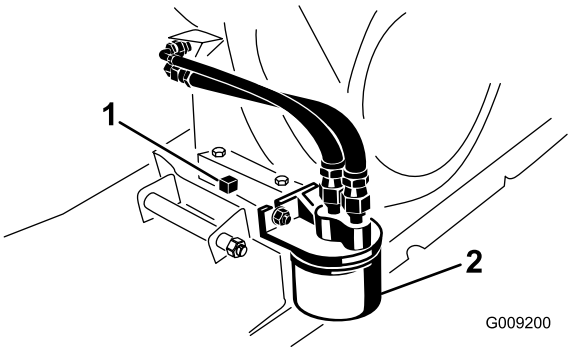

Figuur 43
5. Zet een opvangbak met een inhoud van minstens 1,8 liter onder de aftapplug (Figuur 43).
6. Verwijder de aftapplug en de pakking (Figuur 43).
2. Verwijder het oude oliefilter (Figuur 43).
4. Schroef het nieuwe oliefilter op het filteradapter totdat de pakking contact maakt met de bevestigingsplaat. Draai het filter vervolgens nog eens een 1/2 tot 3/4 slag vast (Figuur 43).